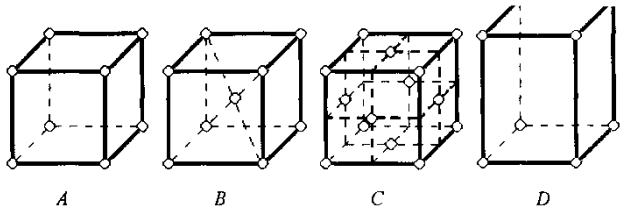

Рис. 2
18. Какие из представленных на рисунке элементарных ячеек кристаллических решеток относятся к простым (рис. 2)?